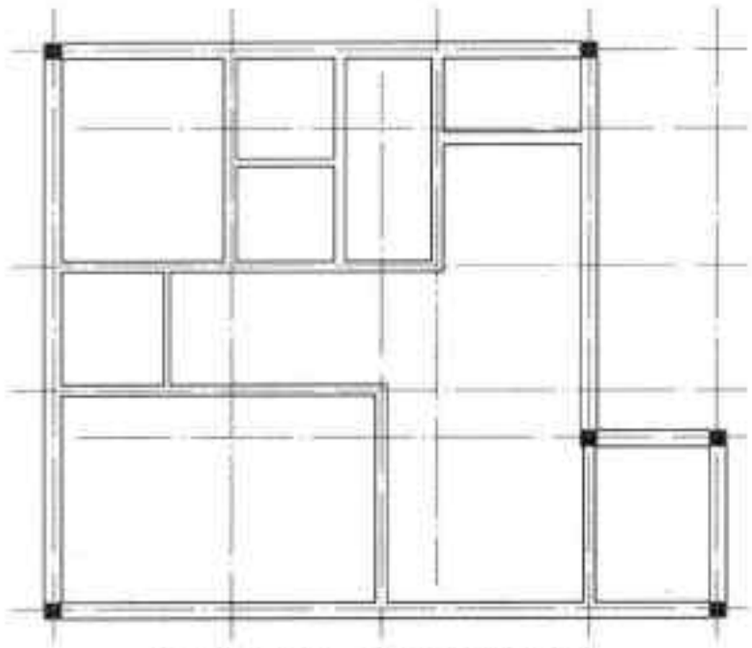

图16-140 偏移其他墙体
Step23 按照同样的操作方法，偏移其他所需墙体，并更改其墙厚度值，如图 16-140 所示。